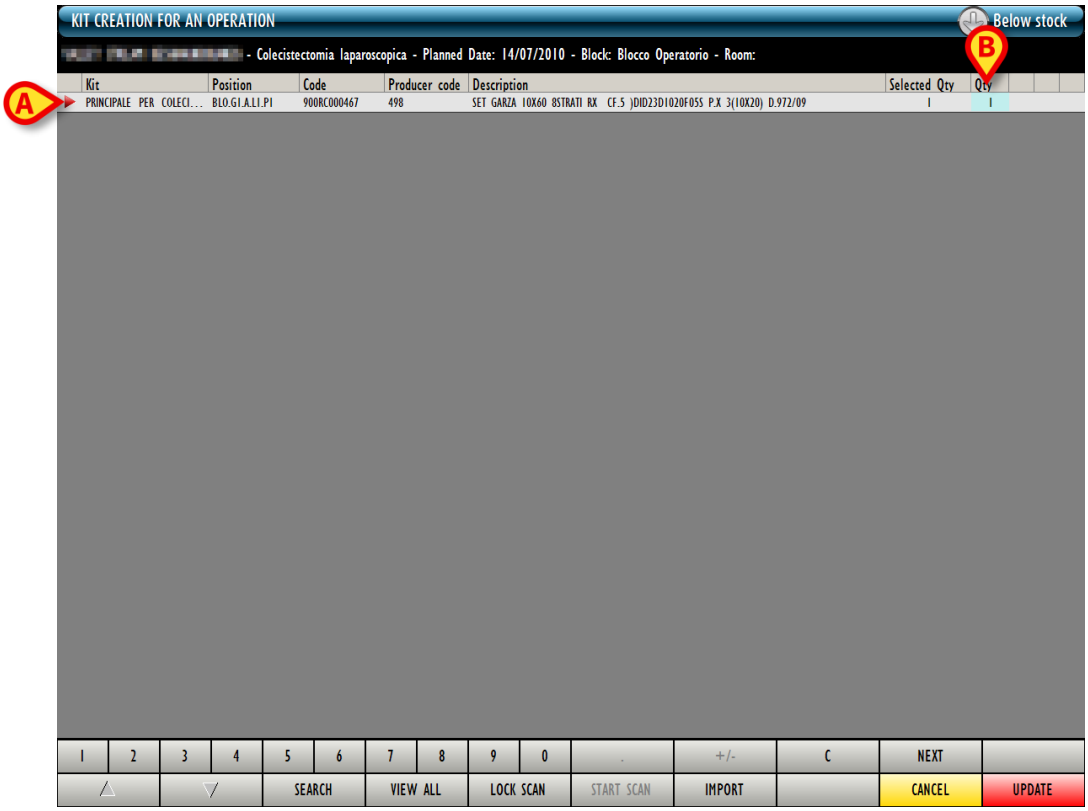

Fig 191
A row will be added to the table on the “Kit creation screen”, corresponding to the selected resource (Fig 191 **A**).
- Specify the resource quantity in the “Quantity” field (Fig 191 **B**).
Access the “Kit creation” screen (Fig 191),